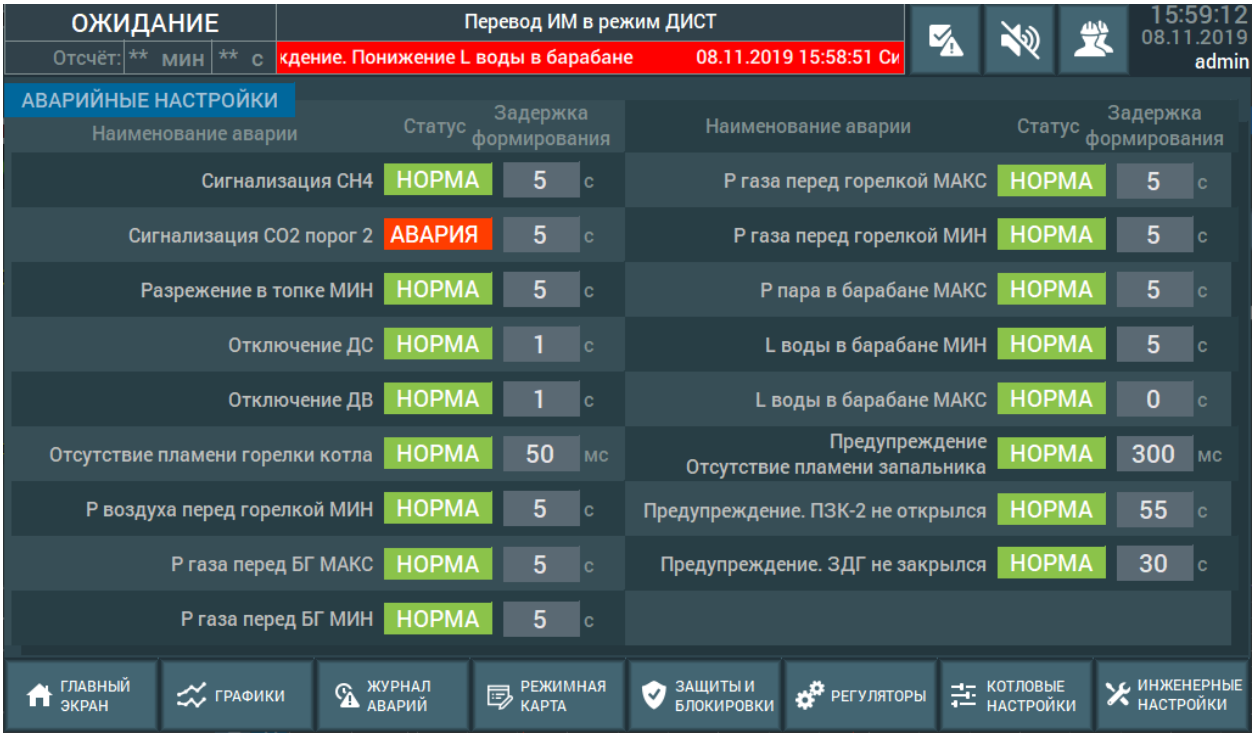

Рис. 8.16 Рабочий экран «Аварийные настройки»
- **Аварийные настройки** — настройки задержек формирования аварийно-предупредительной сигнализации с возможностью просмотра статуса сработки (Рис. 8.16).